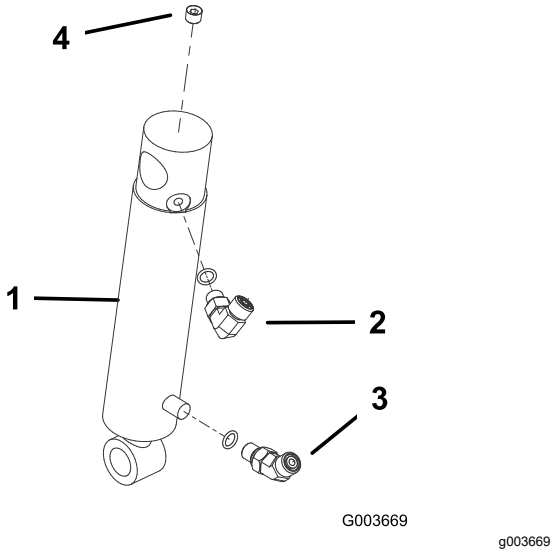

Figur 18
1. Skru en 90°-fitting i det øverste hul i hydraulikcylinderen. Placer fittingen som vist i Figur 18.
2. Skru en 45°-fitting i det nederste hul i hydraulikcylinderen. Placer fittingen som vist i Figur 18.